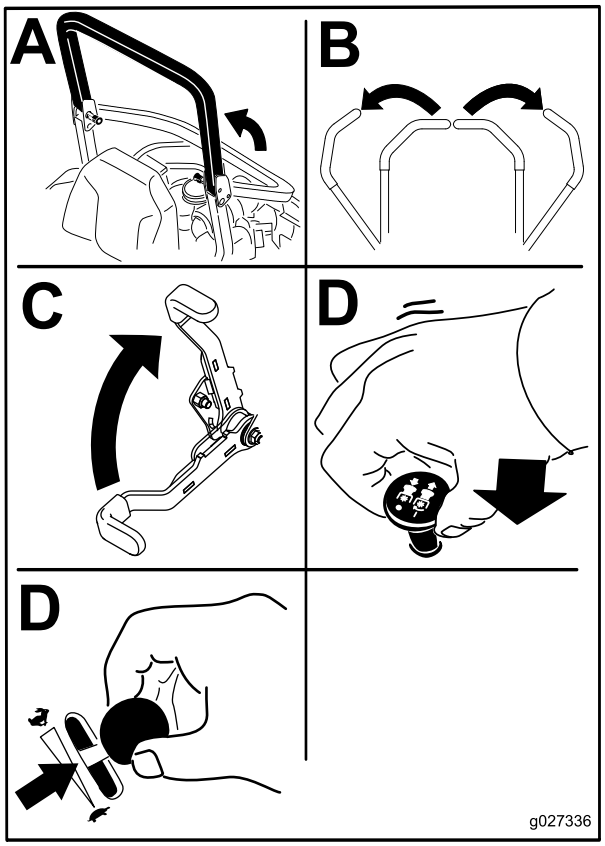

Figur 19
4. För knivreglagebrytaren (kraftuttaget) till det urkopplade läget (Figur 19).